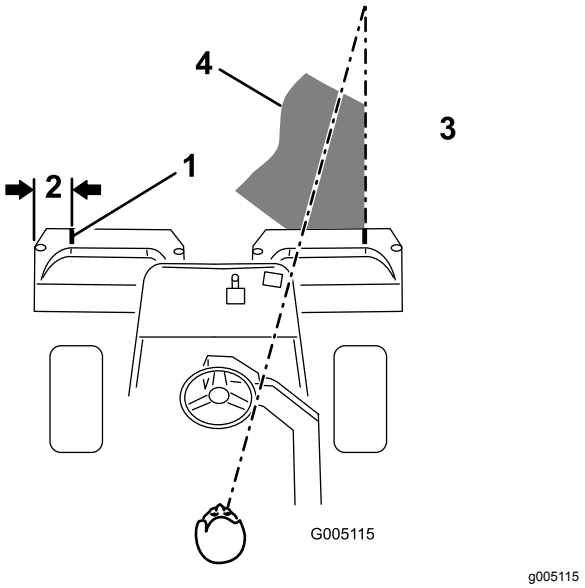
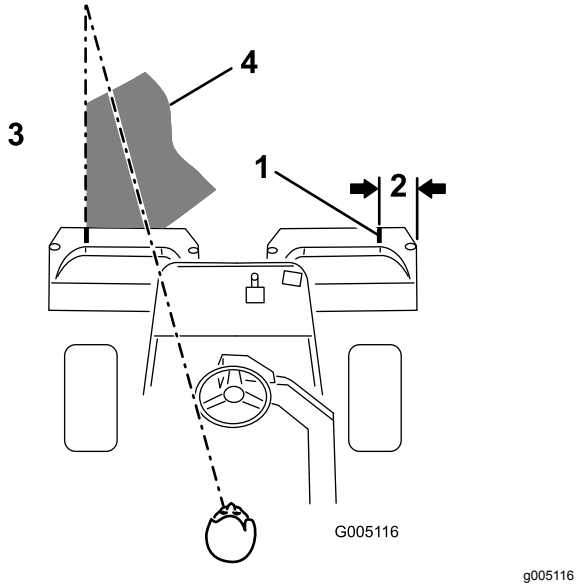

Rysunek 30
Rysunek 31
2. Naklej pasek białej taśmy lub namaluj białą linię na koszach biegnącą równolegle do zewnętrznej krawędzi kosza (Rysunek 30).
3. Przy nawrotach wykonuj małą zakładkę w stosunku do poprzedniego cięcia. Aby ułatwić sobie utrzymywanie prostej linii jazdy po terenie trawiastym i utrzymywać równą odległość od krawędzi poprzedniego koszenia, ustaw w wyobraźni linię docelową znajdującą się w odległości od 1,8 do 3 m przed maszyną do krawędzi nieskoszonej części trawnika (Rysunek 30 oraz Rysunek 31). Niektórzy operatorzy preferują włączenie zewnętrznej krawędzi kierownicy jako elementu linii celowania, to znaczy utrzymują krawędź kierownicy na jednej linii z punktem znajdującym się w tej samej odległości od przedniej części maszyny (Rysunek 30 oraz Rysunek 31).